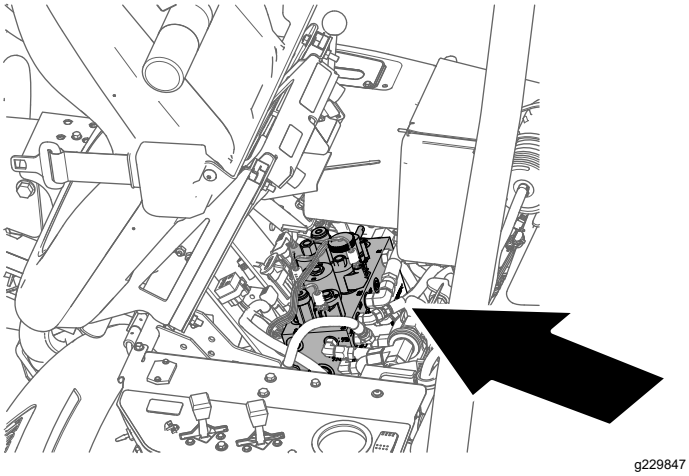

Figur 54
2. Tippa förarsätet framåt och säkra det med stöttan (Figur 54).